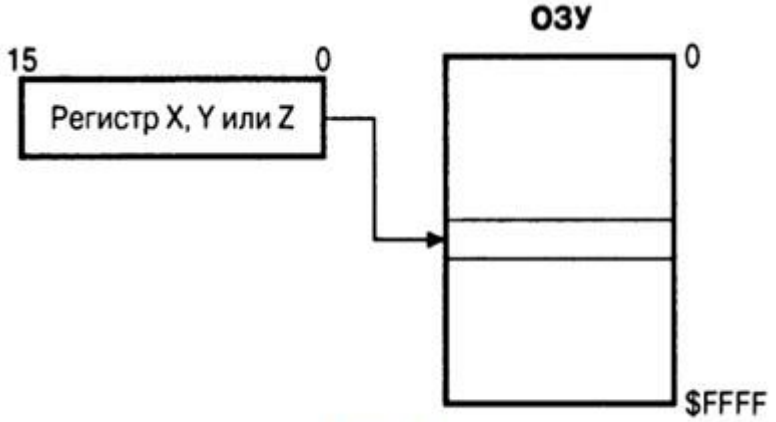

Рис. 1.1.
14. Укажите, какой способ адресации изображён на рисунке (см. рис. 1.1):